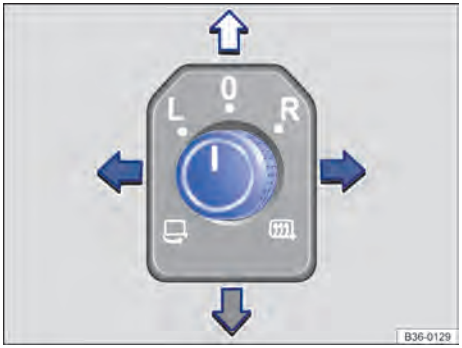

Fig. 100 En la puerta del conductor: mando giratorio de los retrovisores exteriores.
2. Gire el mando situado en la puerta del conductor hasta el símbolo deseado → Fig. 100.